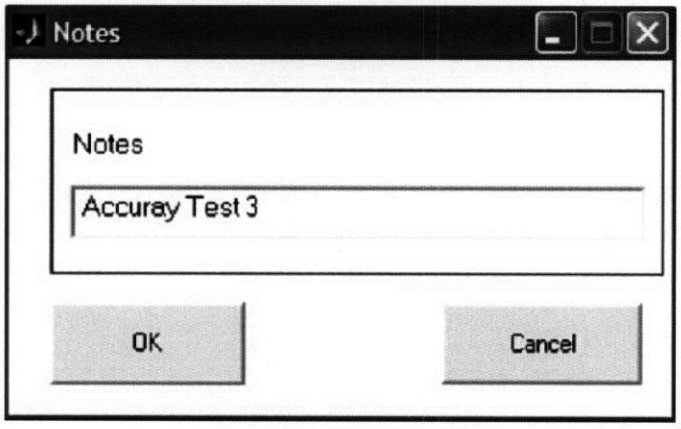

**Figure 5-23 Notes**
5. Select the **Settings** option from the top menu and **Notes** (*Figure 5-23 Notes, page 26*) in order to enter notes on the GUI window for further reference.